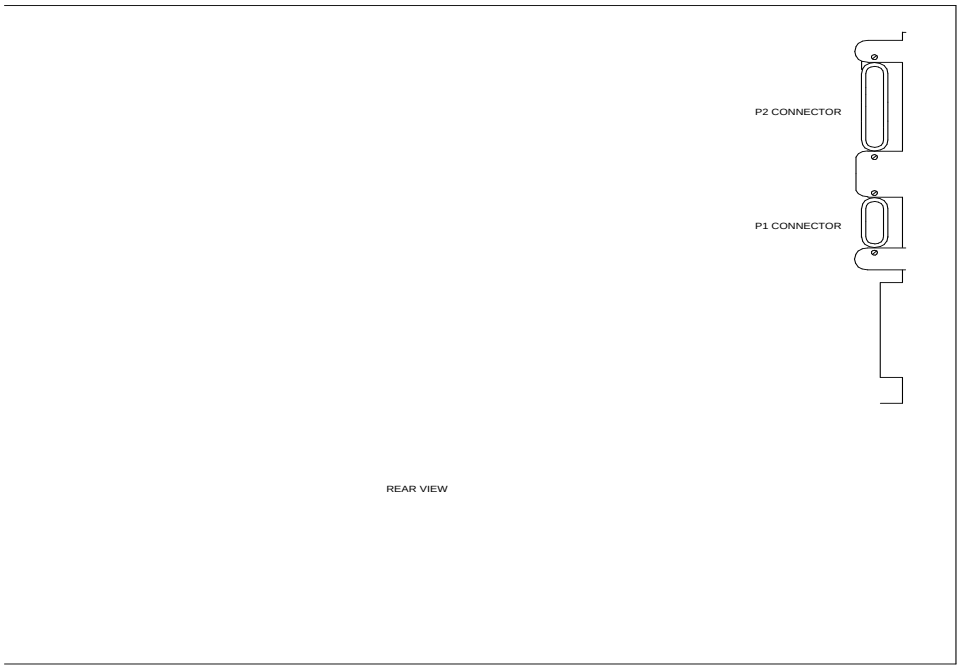

Figure 3-36. Location of P1 and P2 Connectors on DEFINITY Carrier
3. Connect the ‘‘P2’’ and “P1’’ (large and small) connectors to the ‘‘A’’ carrier. If necessary, to get enough slack in the cables, cut the tie wrap holding the intercabinet cable to the upright in the area of the carrier being installed. Snap the connector lock into place to ensure that the connection is properly made (see Figure 3-36).